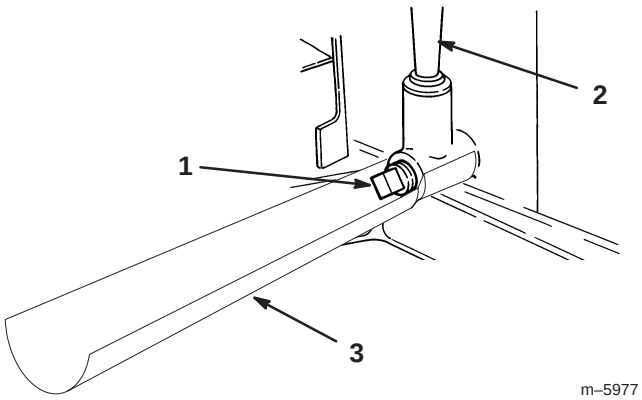

Figure 15
4. Slide the draining funnel underneath the oil dipstick/fill tube (Fig. 15).
5. Place a pan below the draining funnel and remove the drain plug (Fig. 15).